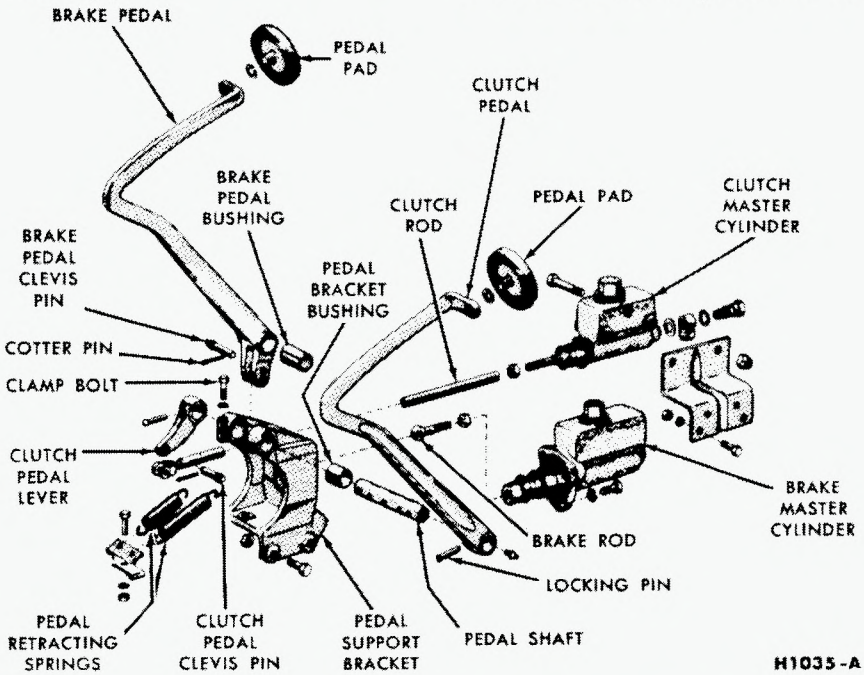

FIG. 21—P-Series Brake Pedal and Related Parts
2. Remove the pedal pads from the clutch and brake pedals (Fig. 21).